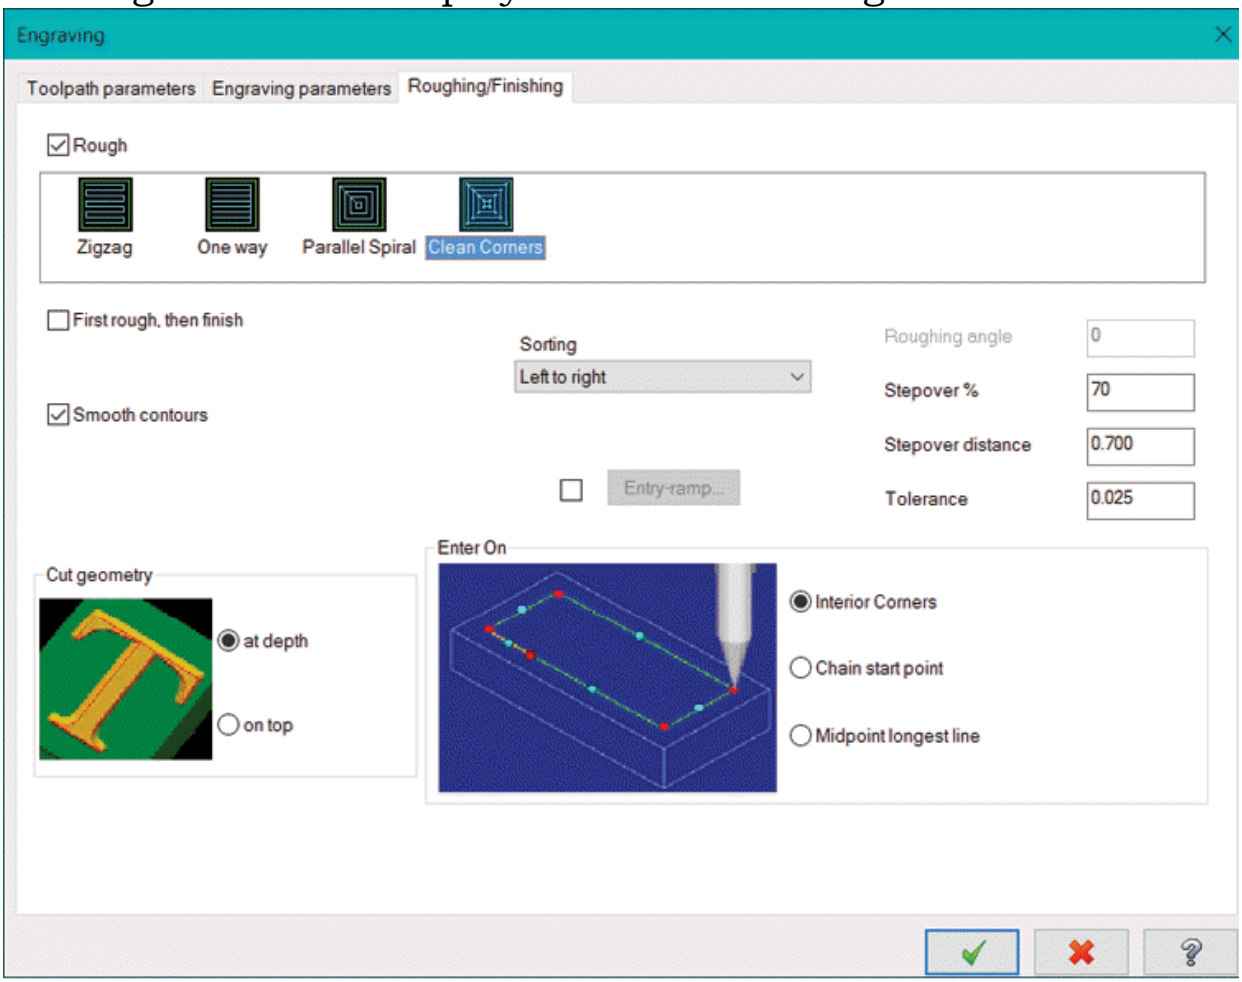

Figure-66. Roughing/Finishing tab
- Click on the **Roughing/Finishing** tab in the dialog box. The dialog box will be displayed as shown in Figure-66.